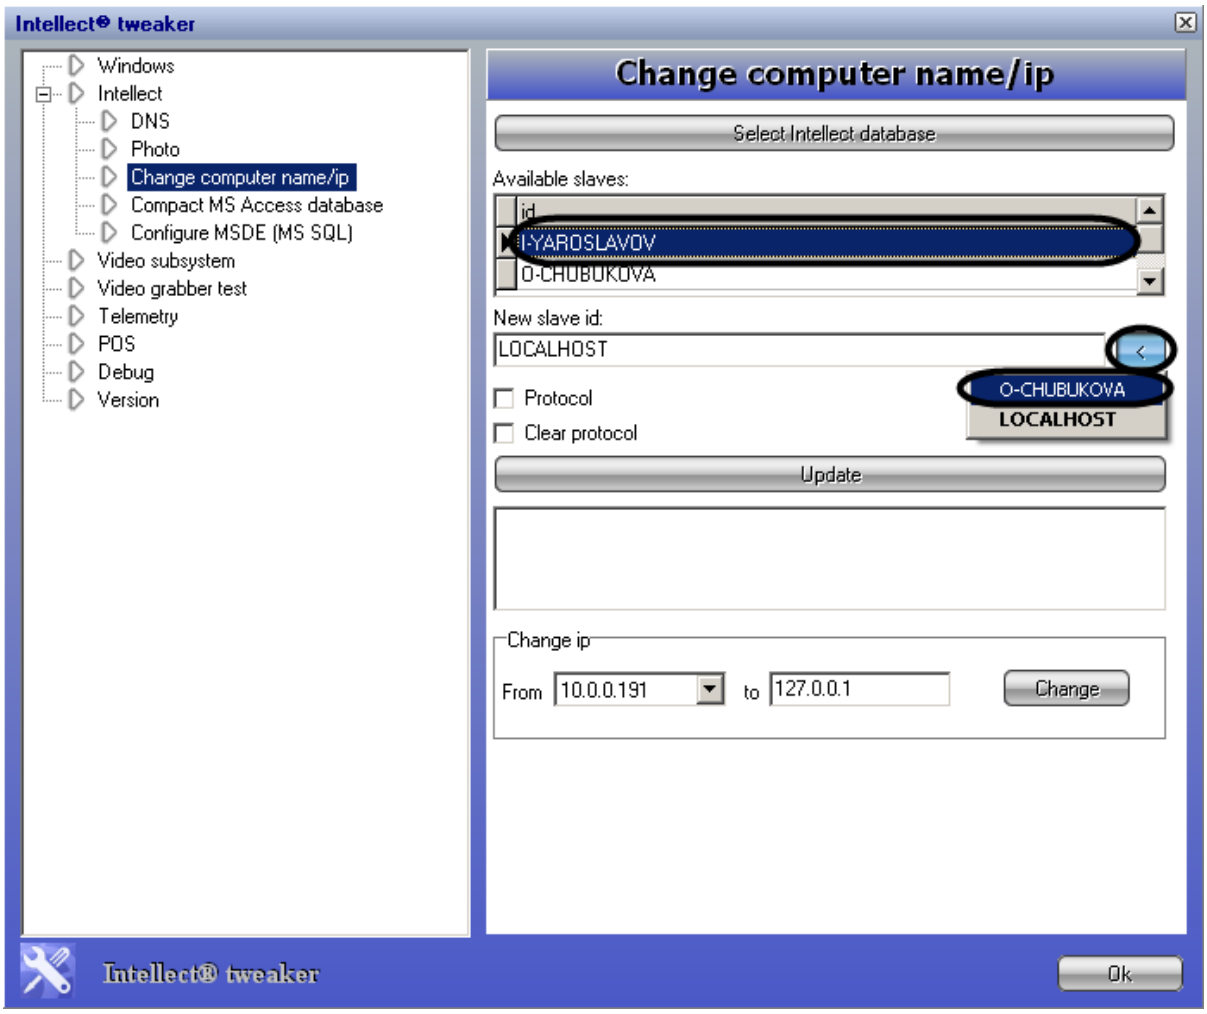

Figure 12.3-19. Selecting a computer name
5. To select the computer name to be changed in the Available Slaves table, right-click an appropriate row. The row will be highlighted (Figure 12.3-19).